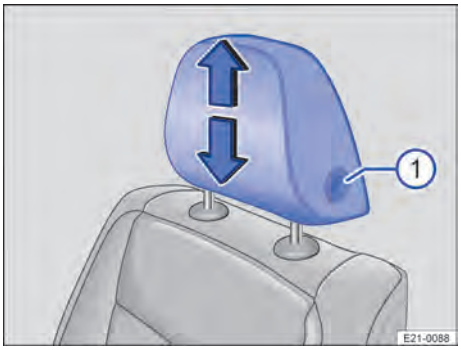

Fig. 81 Primera fila de asientos: ajuste del apoyacabezas.
1. Suba o baje el apoyacabezas a la vez que presiona la tecla → Fig. 81 ①.